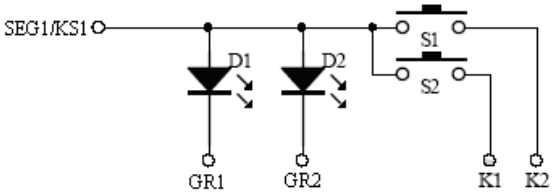

图14、
1、在硬件上，可以将需要同时按下的键设置在不同的K线上面如图14所示